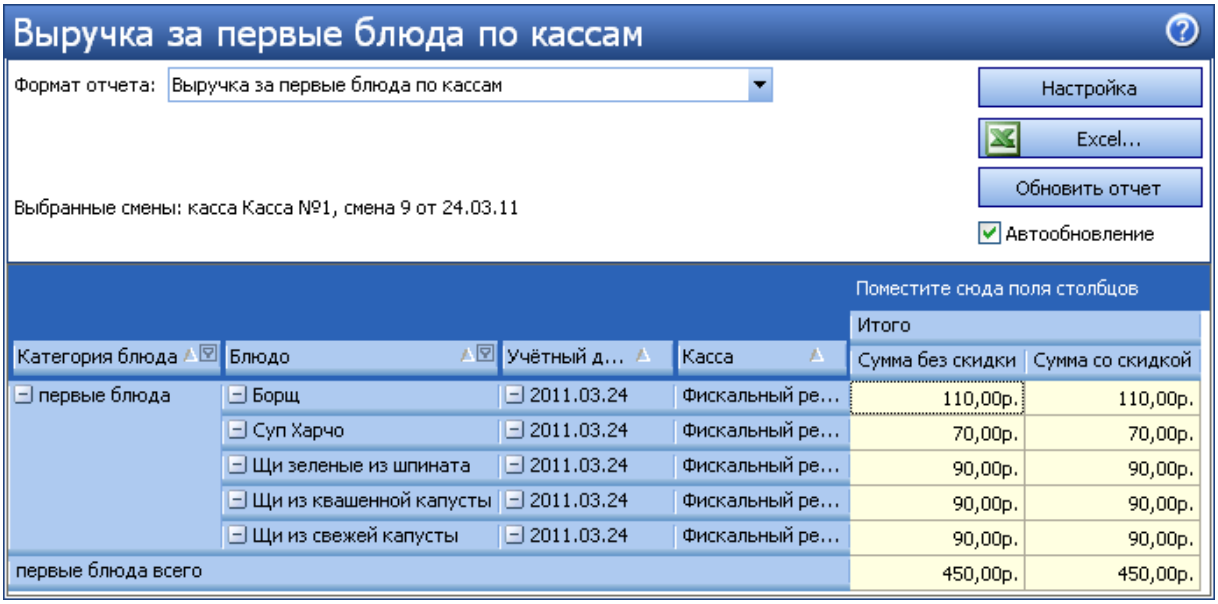

Рисунок 119 Отчет по продажам первых блюд с типом фильтрации «Исключающий»
- В отчет «Выручка за первые блюда по кассам» (тип фильтрации «Исключающий») попадут блюда «Щи», а также «новые» блюда «Борщ» и «Суп Харчо». То есть все проданные блюда, за исключением блюд, не отмеченных в фильтре данного отчета (см. Рисунок 119).